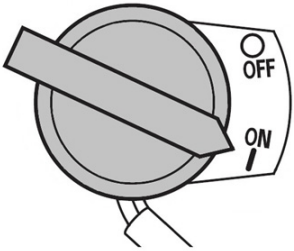

Рис. 13 Выключатель зажигания
5. Выключатель зажигания переведите в положение «ON» (ВКЛЮЧЕНО) (Рис. 13).
При возникновении аварийной ситуации, для экстренной остановки двигателя мотопомпы переведите выключатель зажигания двигателя в положение «OFF» (ВЫКЛЮЧЕНО) (Рис. 13).
3. Переведите выключатель зажигания в положение «OFF» (ВЫКЛЮЧЕНО) (Рис. 13).